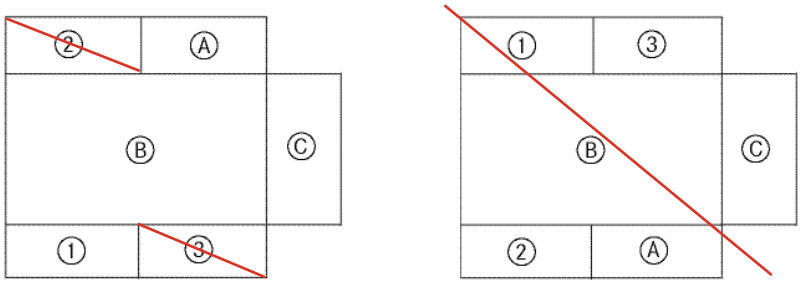

Figure 6: Available Breaker Mounting Positions
- Reference Figure 6 for available breaker mounting positions.